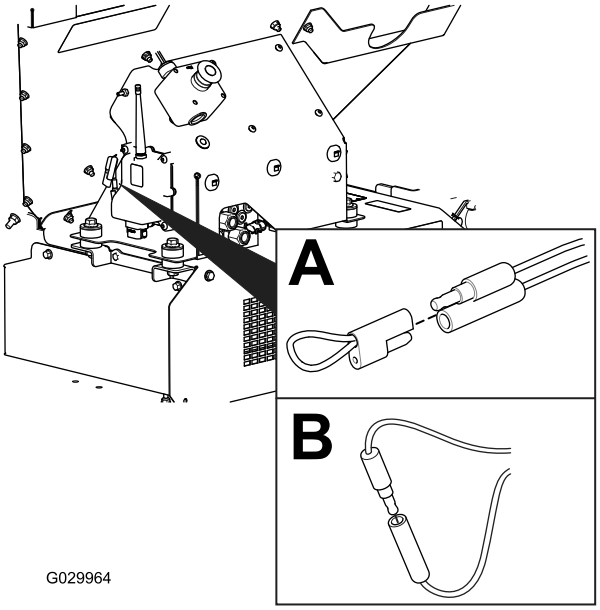

Figur 59
2. Dra av den fastgjorda kåpan från de två diagnosshuntkontakterna (Figur 59, A).
3. Koppla ihop de två diagnosshuntkontakterna (Figur 59, B).
2. Koppla från diagnosshuntkontakterna (Figur 59, B).
3. Tryck på den fastgjorda korken på de två diagnosshuntkontakterna (Figur 59, A).